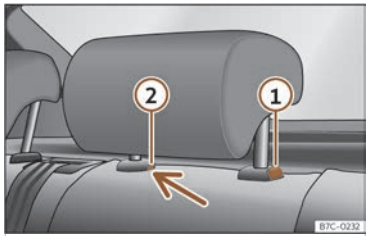

Fig. 87 Rear headrest: removal.
- Press button ››› **Fig. 87** ①, while simultaneously pressing on the safety hole ② with a flat screwdriver a maximum of 5 mm wide, and remove the headrest.